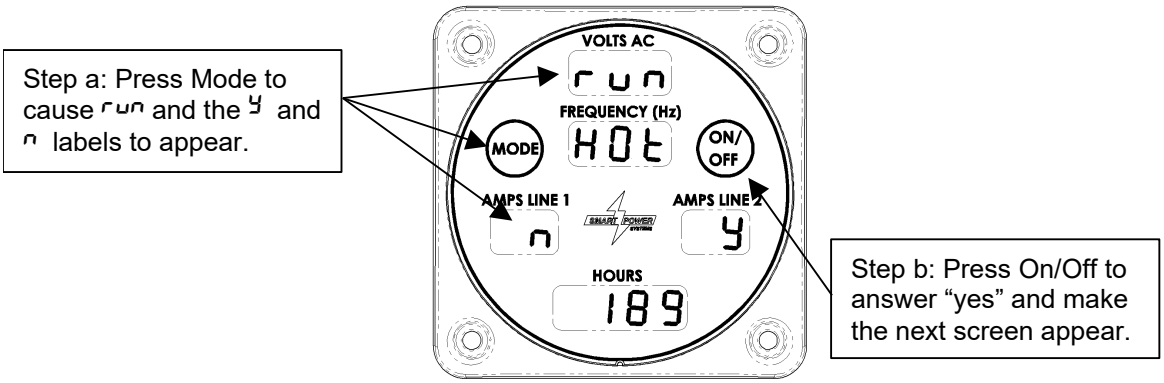

Figure 21 – Hot Oil Override Display
a. From the Normal mode display, press Mode, as if you wanted to display the oil temperature. The screen shown in Figure 21 will be displayed instead, asking if you want to “Run hot.” This screen will also be displayed if you attempt to start the generator with the condition present.